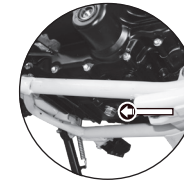

Imagen 14. Ubicación del tornillo de drenado.
5. Quitar el tornillo de drenado, ubicado debajo del motor, girándolo en el sentido contrario a las manecillas del reloj. Ver imagen 14.